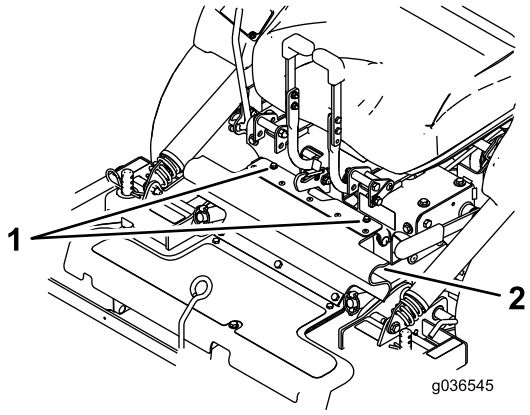

**Figuur 10**
3. Maak de bouten los die aan de rubberen kap zijn bevestigd (Figuur 10).